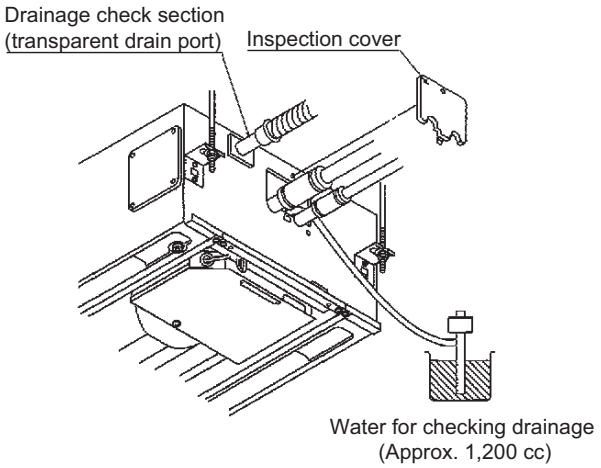

Fig. 2-198
(4) When the check of drainage is complete, open the check pin (CHK) and remount the tube cover. (Fig. 2-198)
To mount the tube cover, use 4 × 8 tapping screws.(Fig. 2-198) Do not use long screws as they may puncture the drain pan and cause water leakage.